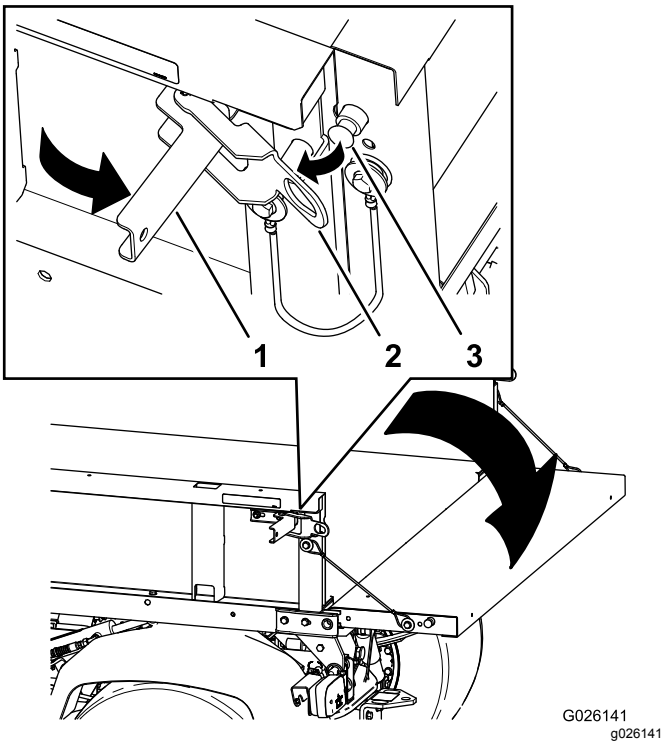

Figur 22
2. Åpne låsene på venstre og høyre side av lasteplanet, og senk baklemmen (Figur 22).